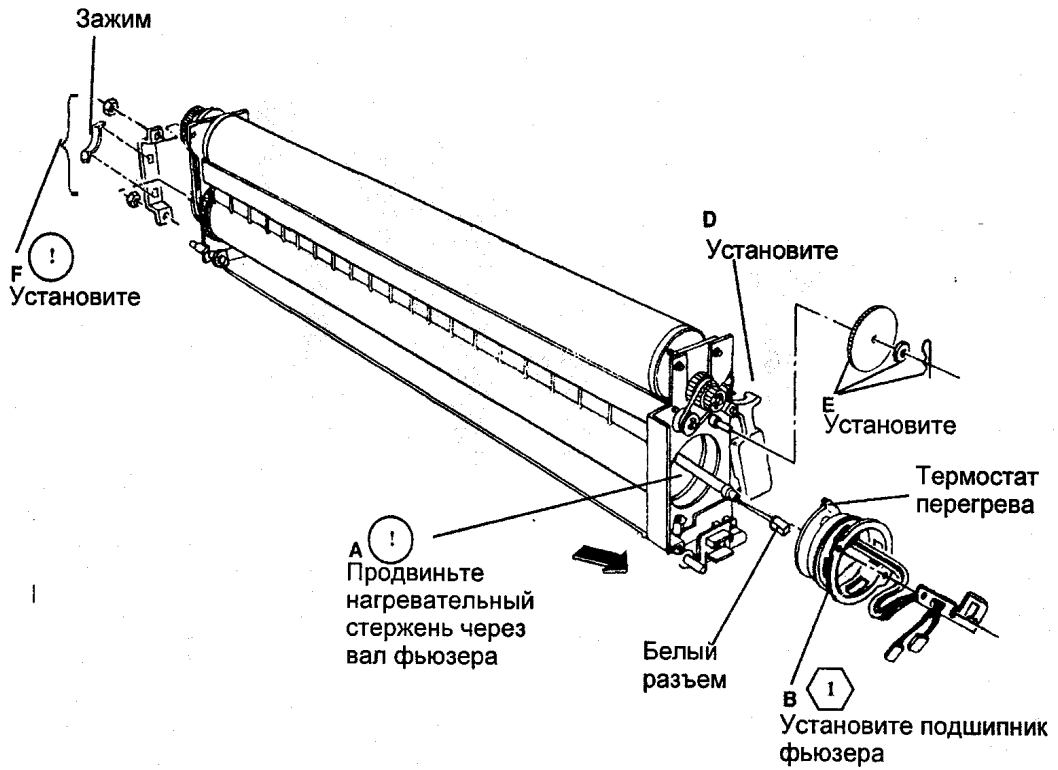

Рис. 3 Установка подшипника фьюзера
2. (РИС. 3): УСТАНОВИТЕ ПОДШИПНИК ФЬЮЗЕРА.